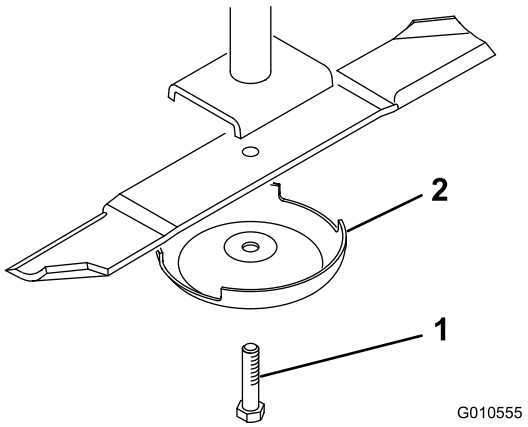

Figure 24
4. Tenez la lame à son extrémité avec un chiffon ou un gant épais. Enlevez le boulon, la coupelle de protection et la lame de l'axe de pivot (Figure 24).